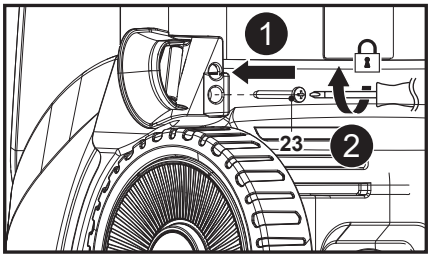

Fig. 2
Aligner le trou de montage du guide pour tuyau d'arrosage (7) sur son emplacement sur la machine, puis fixer le raccord avec la vis (ST4,8 x 16 avec grosse tête de vis) (23) à l'aide d'un tournevis cruciforme adapté (non fourni) (Fig. 2, étapes 1 et 2).